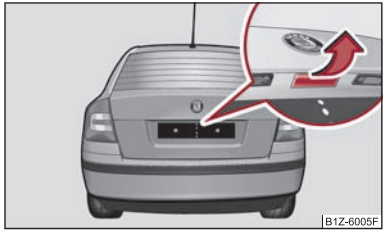

Fig. 27 Poignée de la malle arrière
– Appuyez sur la poignée ⇒ fig. 27 et faites simultanément remonter la malle arrière.